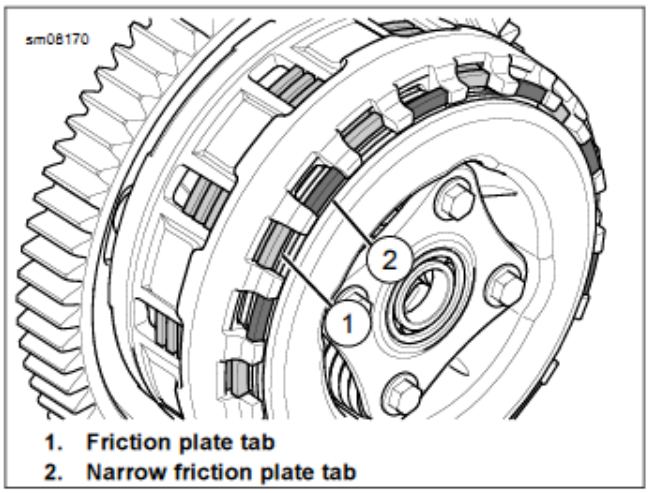

Figure 5-14. Friction Plate Tab Locations
6. See Figure 5-14. Install pressure plate and hub assembly into clutch basket.
a. Align tabs of inner friction plate and friction plates (1).
b. Align tabs of narrow friction plate (2).